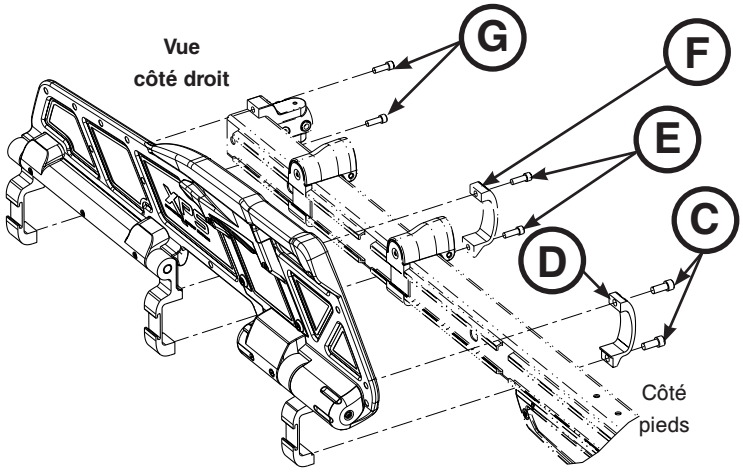

Figure 82
5. À l’aide d’une clé hexagonale 1/4 po, retirer les vis d’assemblage à tête creuse (C) qui fixent le collier de la ridelle (D) au cliquet du côté pieds de l’ensemble (Figure 82). Pendant l’installation, serrer les nouvelles vis à 29,83 ± 4,4 N·m (22 ± 3,3 pieds-livres).
6. À l’aide d’une clé hexagonale de 3/16 po, retirez les deux vis à tête creuse (E) qui fixent le collier central de la ridelle (F) à la ridelle extérieure (Figure 82).
7. À l’aide d’une clé hexagonale de 3/16 po, retirez les deux vis à tête creuse (G) qui fixent le haut et le bas du support d’interface du plan de couchage à la ridelle extérieure (Figure 82).